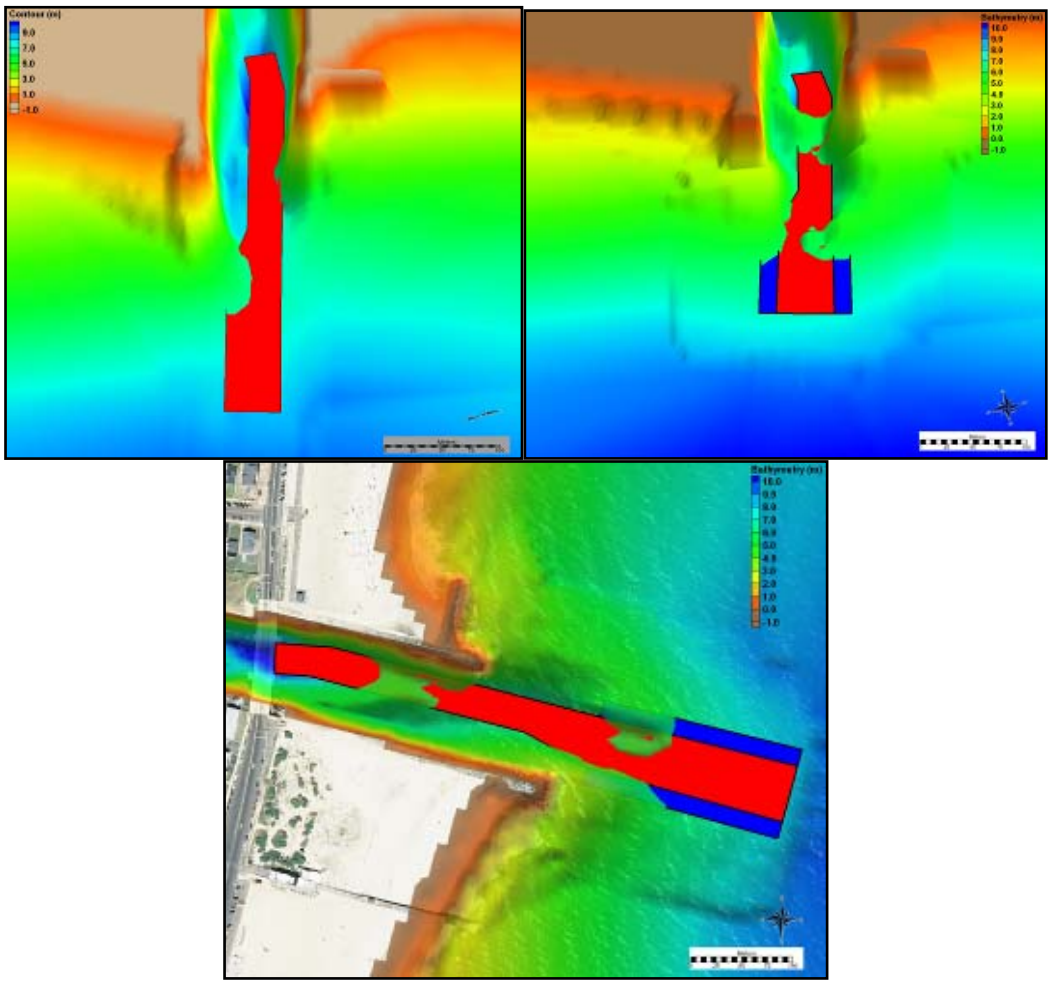

Figure 25. Examples of visualizing a polygon in 3-D.
8. Selecting the polygon arcs with the button, the *Z* can be modified for the arcs to allow viewing the polygon as a plane within the 3-D visualization (Figure 25).